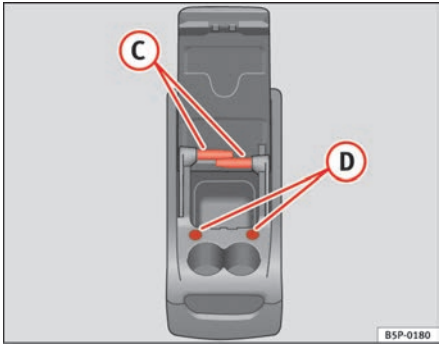

**Fig. 115 Mobile stowage compartment Duties**
To use the table (C) ⇒ page 144, fig. 115, it must be removed from its compartment on the side of the mobile stowage compartment and fitted into compartment (D) ⇒ page 144, fig. 115 on the front section of the mobile stowage compartment.